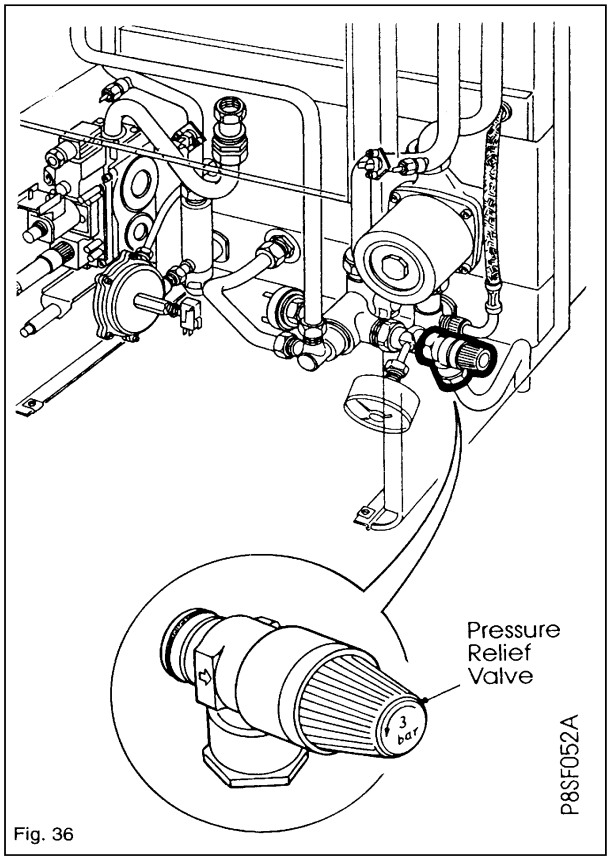

Fig. 36
6.29 Pressure Relief Valve (Fig. 36)